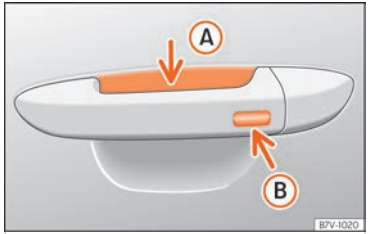

Fig. 49 Door handle: sensor surfaces.
››› Fig. 49
- Touch the sensor surface (B) ››› Fig. 49 on the outside of the door handle. All turn signals flash once.
- Within 5 seconds, touch the sensor on the outside of the door handle once ››› Fig. 49 (B). Do not grip the handle while doing so. This temporarily deactivates the Keyless Access system.
To close all the electric windows and the sunroof using the **comfort function**, keep a finger for a few seconds on the locking sensor surface ››› Fig. 49 Ⓑ of the door handle until the windows and roof have closed.